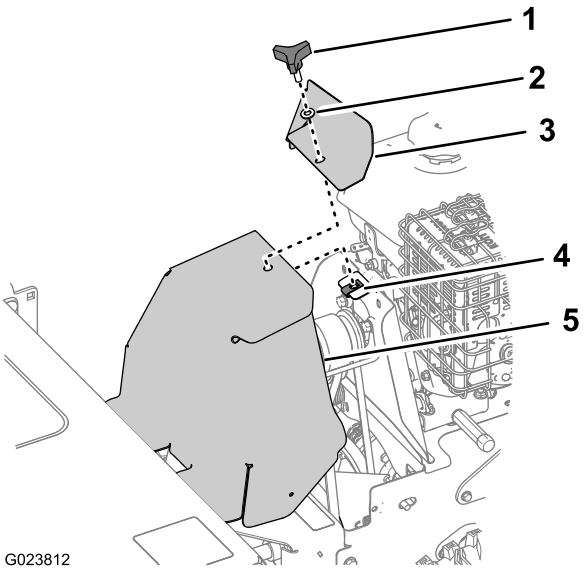

Bild 38
1. Entfernen Sie das Handrad und die Scheibe, mit denen die Motorabdeckung und die Riemenabdeckung an der Maschine befestigt ist (Bild 38).
3. Fluchten Sie die Riemenabdeckung und die Motorabdeckung mit der Maschine und der Plattenmutter aus (Bild 38).
4. Befestigen Sie die Riemenabdeckung und die Motorabdeckung mit dem Handrad und der Scheibe an der Maschine (Bild 38).